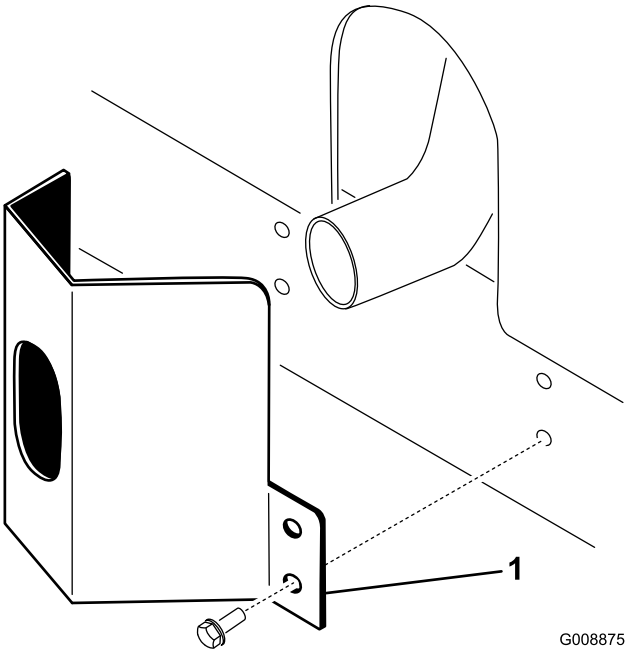

Figur 9
1. Sæt udstødningsværnet rundt om lydpotten, så monteringshullerne flugter med hullerne i stellet (Figur 9).
2. Fastgør udstødningsværnet til stellet med 4 selvskærende skruer (Figur 9).